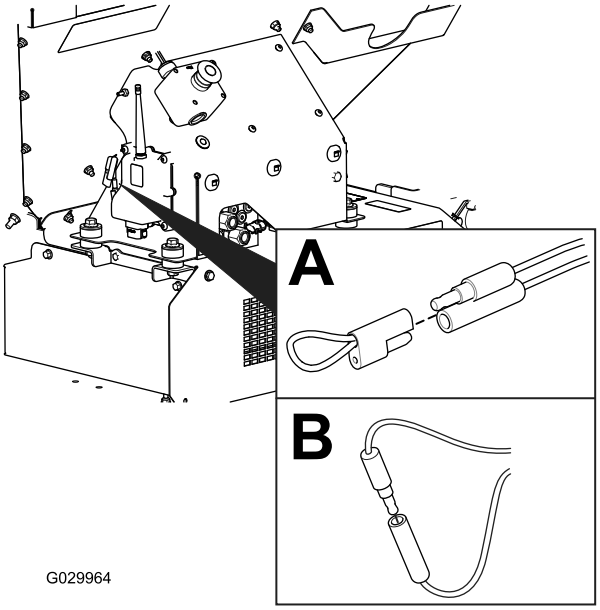

**Figur 59**
2. Træk fastgørelseshætten af de to diagnostikparallelkonnektorer (Figur 59, A).
3. Tilslut de to diagnostikparallelkonnektorer (Figur 59 B).
2. Afbryd diagnostikparallelkonnektorerne (Figur 59, B).
3. Skub fastgørelseshætten op på de to diagnostikparallelkonnektorer (Figur 59, A).